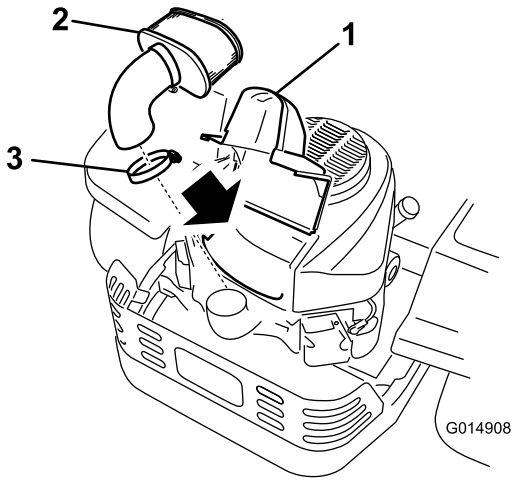

Figure 34
3. Clean around the air cleaner cover to prevent dirt from getting into the engine and causing damage. Lift the cover and remove the hose clamp securing the air cleaner assembly to the engine (Figure 34).
4. Loosen the hose clamp and remove the paper element (Figure 34).